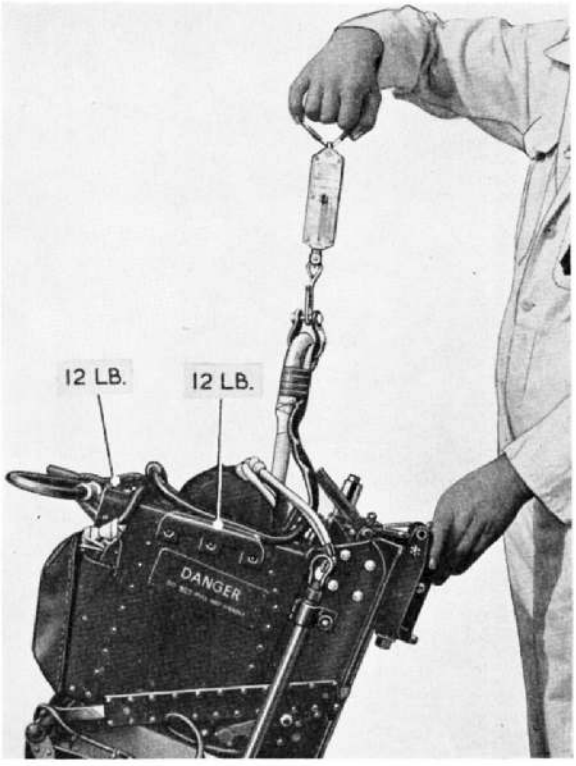

Fig. 16. Testing the lifting lines
(2) Connect a spring balance to the drogue shackle and pull upwards. The lifting lines should not pull out of the first clip until the scale registers 12 lb. as indicated in fig. 16. A tolerance of $\pm$ 2 lb. is permissible, and any necessary adjustments may be made by gently opening out or closing in the clips as appropriate.